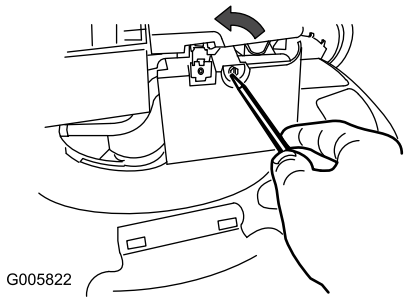

Bild 24
1. Öffnen Sie die Luftfilterabdeckung mit einem Schraubenzieher (Bild 24).